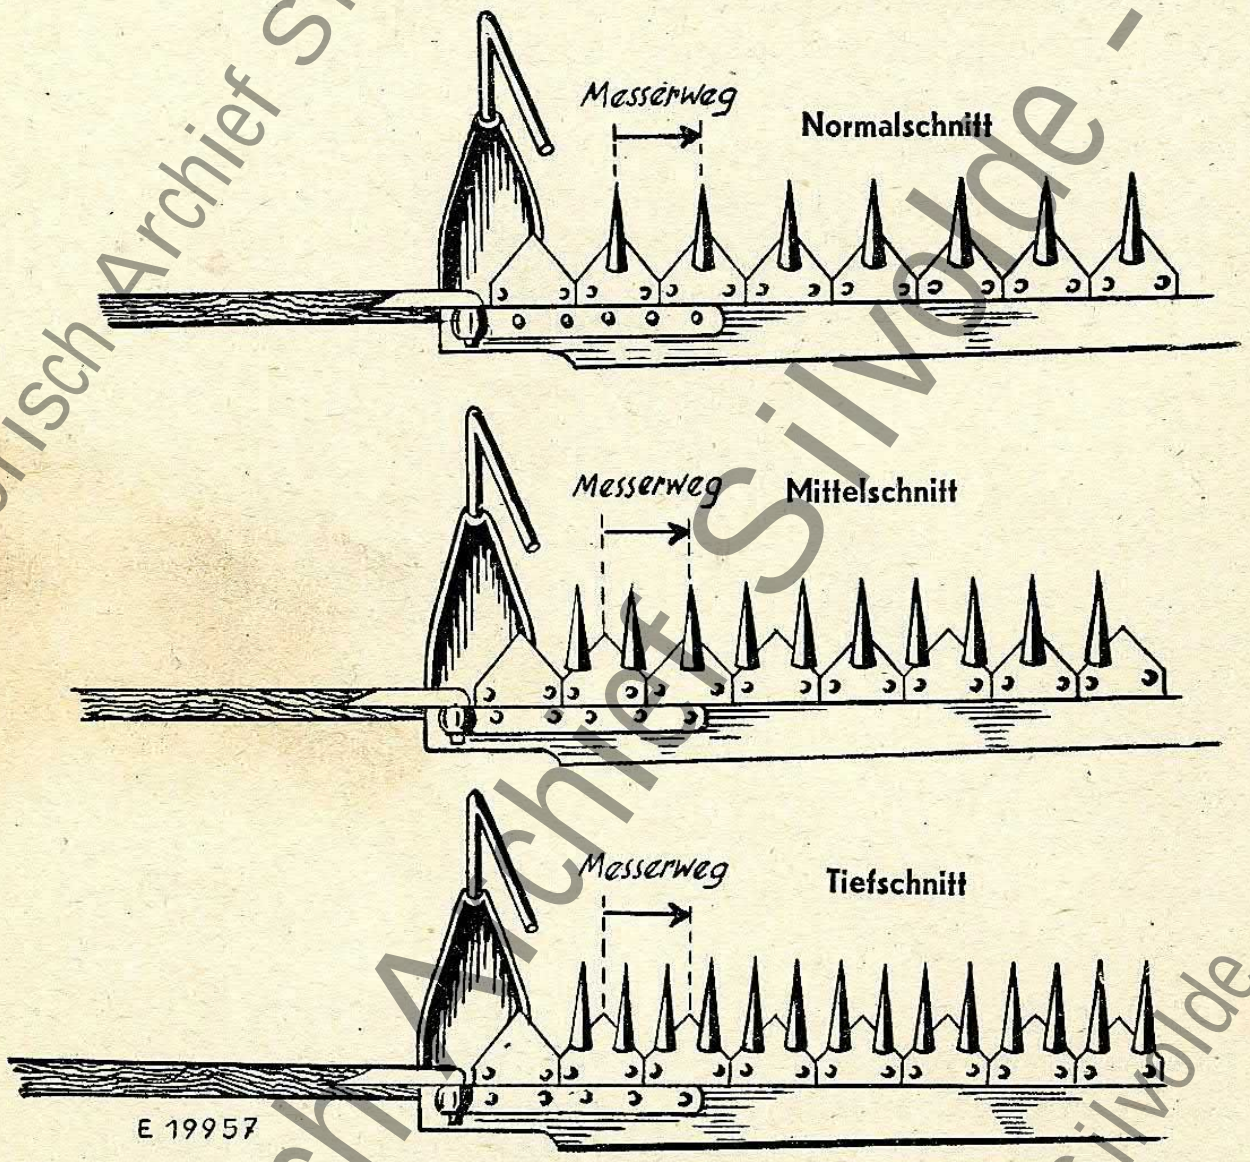

Bild 11.
**Messerwechsel überprüfen.** (Bild 11).